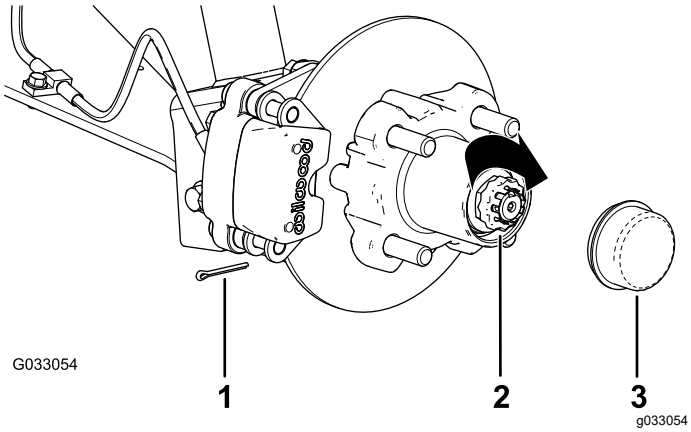

Figur 34
8. Monter holderen over møtrikken og kontroller justeringen af rillen i holderen og hullet i spindlen til låseclipsen (Figur 34).
9. Monter låseclipsen og bøj hvert ben omkring holderen (Figur 34).
10. Monter støvhætten på navet (Figur 34).